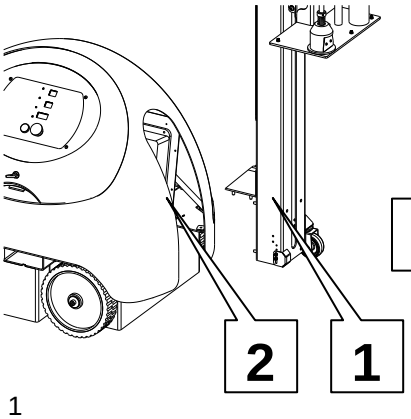

Fig 1
(**Fig 1**) Lift the mast (1) coupling it with a rope. Put the mast in the support (2) of the base, screw the bolts inside the carter. Remove the rope. Connect the plug.